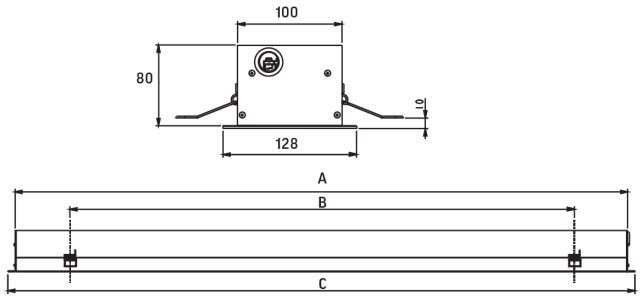

Рисунок 1
- Установите монтажные пружины (входят в комплект поставки) в корпус светильника, согласно Рис. 1. габариты светильника и монтажного окна указаны на Рис. 2;